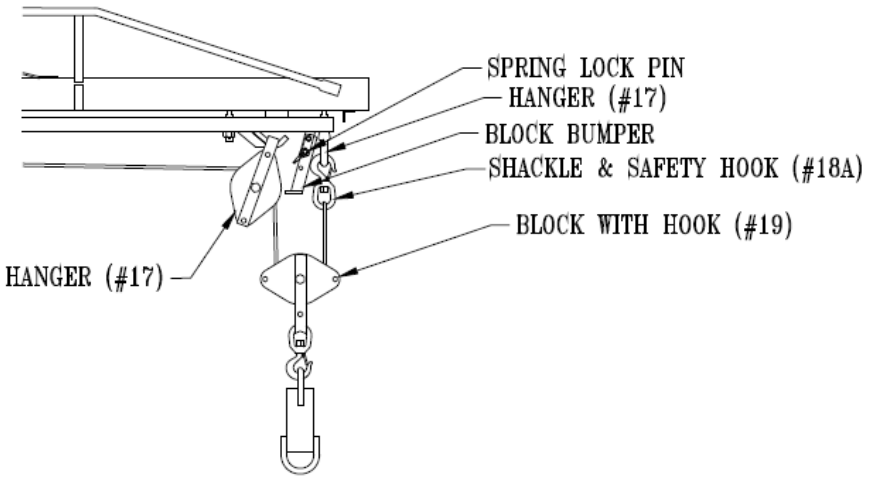

Figure 4
c) Refer to Figure 4. For reeving with the two parts of a line, reeve the cable through block #13, then through block #19. Fasten the shackle and safety hook to the cable and attach safety hook to hanger #17. ENSURE THE SHACKLE AND HOOK HAVE A RATED CAPACITY OF AT LEAST 1000 LBS AND ARE IN GOOD CONDITION.